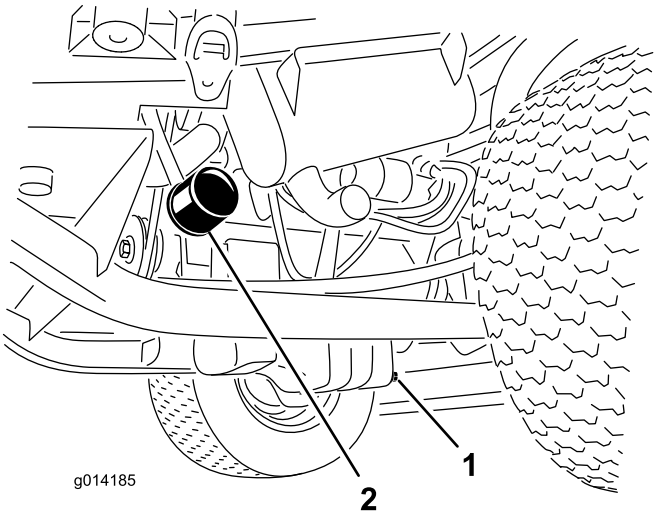

Рисунок 28
1. Снимите сливную пробку (Рисунок 28) и дайте маслу стечь в сливной поддон.
3. Снимите масляный фильтр (Рисунок 28).